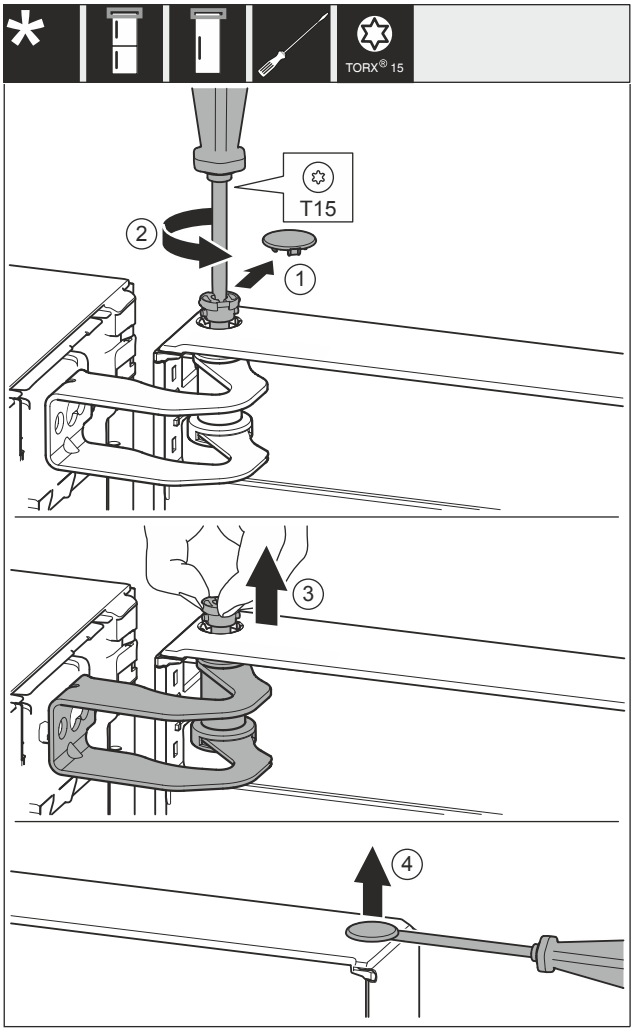

Fig. 17
▶ Noņemiet pārsegu *Fig. 17 (1)* uzmanīgi.
▶ Izskrūvējiet mazliet tapu *Fig. 17 (2)* ar skrūvgriezi.
▶ Izvelciet ar pirkstiem tapu *Fig. 17 (3)*.
▶ Paceliet uzmanīgi ar skrūvgriezi un noņemiet pārsegu *Fig. 17 (4)*.